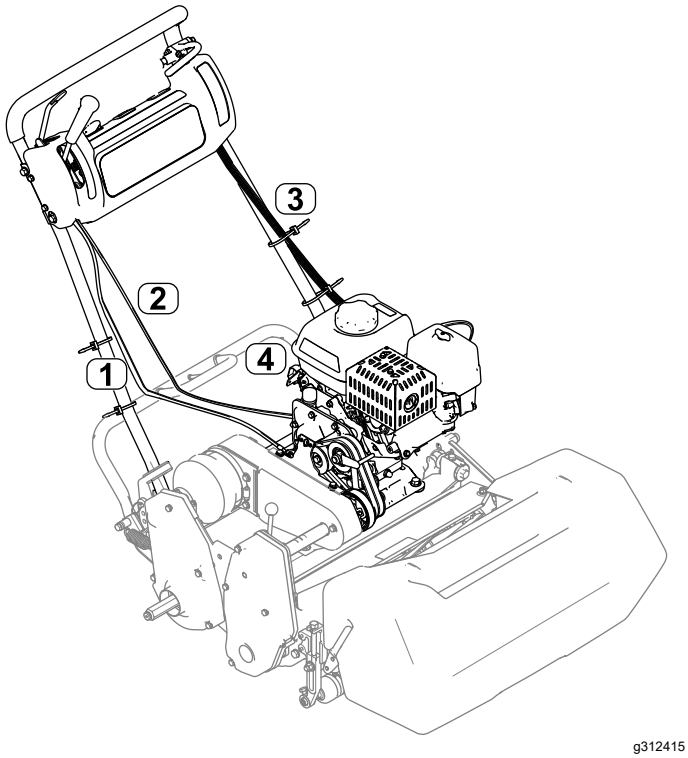

Bild 8
7. Bringen Sie den Gaszug an der Maschine an, siehe *Servicehandbuch* der Maschine (Bild 8).
Hinweis: Achten Sie auf den Verlegeweg des Gaszugs, wie in Bild 8 dargestellt. Verlegen Sie den Gaszug auf der linken Seite des Motor zwischen der Abdeckung des Luftfiltergehäuses und dem Kraftstofftank.
11. Schließen Sie den Kabelbaum am Sicherheitsschaltermodul an und verlegen den Kabelbaum entlang der linken Seite des Holms (Bild 8).